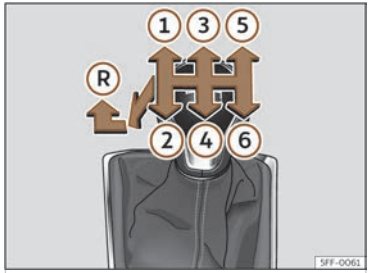

Fig. 115 Esquema d'un canvi manual de 6 marxes.
A la palanca de canvis s'indiquen les posicions de les marxes ››› **fig. 115**.
- Amb la palanca de canvis en punt mort, pressioneu-la cap avall, moveu-la a l'esquerra fins al final i després cap endavant per seleccionar la marxa enrere ››› fig. 115 Ⓡ.